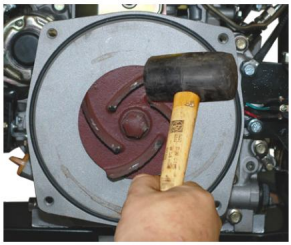

Figur 2
- Ta bort pumphuset enligt beskrivningen under 5.4.1. • Demontera den manuella startanordningen och blockera förarklockan på den manuella startanordningen med skruvmejseln (se figur 1). • Använd gummiklubban för att slå mot sidan av pumphjulet MOTURS tills det lossnar och skruva loss det helt (se figur 2). • Öppna skruvarna på pumpens bakpanel och dra bort den bakre panelen